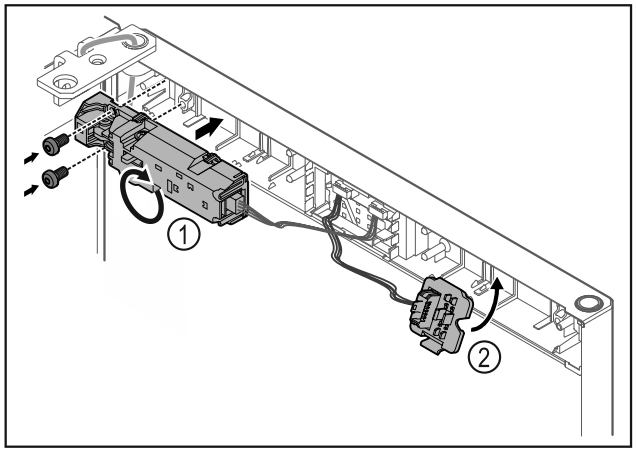

Fig. 19
- ▶ Разверните замок дистанционного открытия *Fig. 19 (1)* на 180° и прикрепите на противоположной стороне.
- ▶ Установите и зафиксируйте держатель штекера *Fig. 19 (2)* на противоположной стороне.